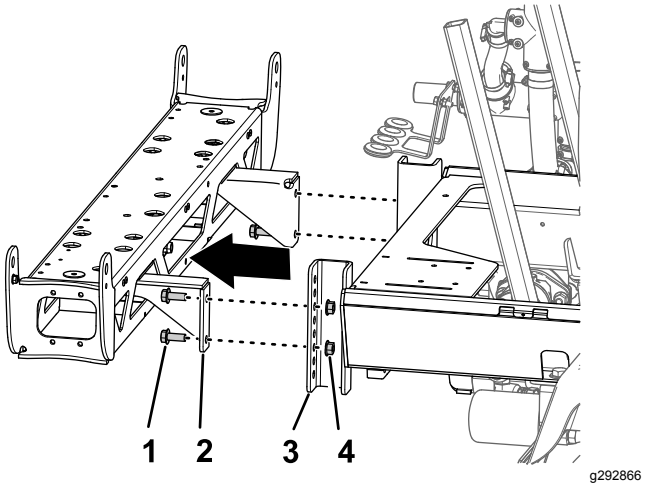

Figur 81
3. Afmonter de 4 flangehovedbolte (1/2 x 1-1/4 tomme) og 4 flangelåsemøtrikker (1/2 tomme), der fastgør midterbomsektionens støttebeslag til monteringskanalen på sprøjtemaskinens stel, og afmonter midterbomsektionen fra maskinen (Figur 81).